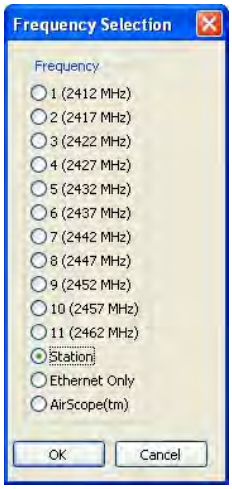

Figure 23: Station
1. Starting a new network of ESTeem Horizons in Mobile Client mode is the same as any of the Bridge modes except when you are asked for the frequency (channel) of operation, select "Station" (Figure 23).